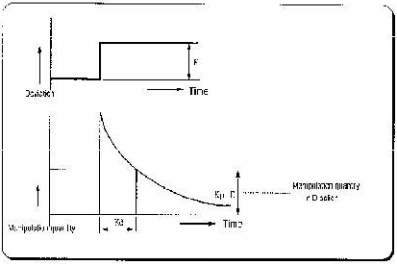

Fig. 7.7 PID action with a constant deviation
① PID action controls the control object with the manipulation quantity produced by (P+I+D) action.
② PID action when a given deviation has occurred is shown as the following Fig. 7.7.